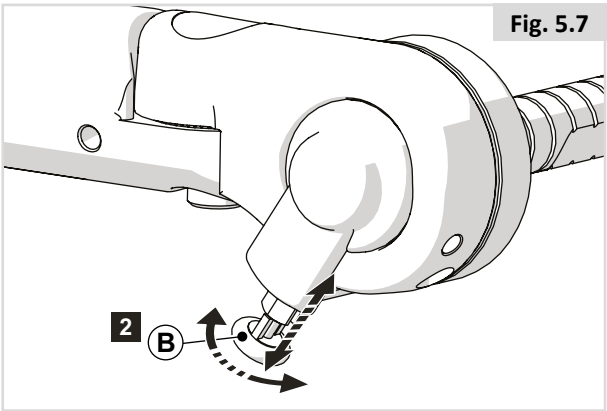

Fig. 5.7
Naar achteren wegklapbare, multi-verstelbare armsteun (fig. 5.7)
2. Vergrendel de opwaartse positie van de armsteun door de vergrendeling (B) naar binnen te draaien. (Fig. 5.7)